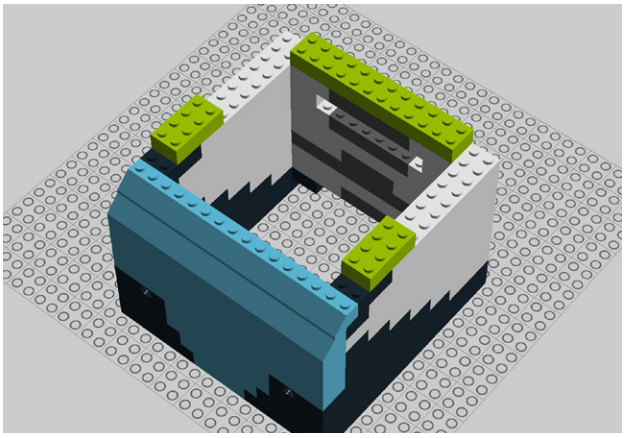

Figure 9-47. *Step 42: Adding two 2x4 and two 2x6 bricks*
42. Add two 2x4 and two 2x6 bricks (Figure 9-47).